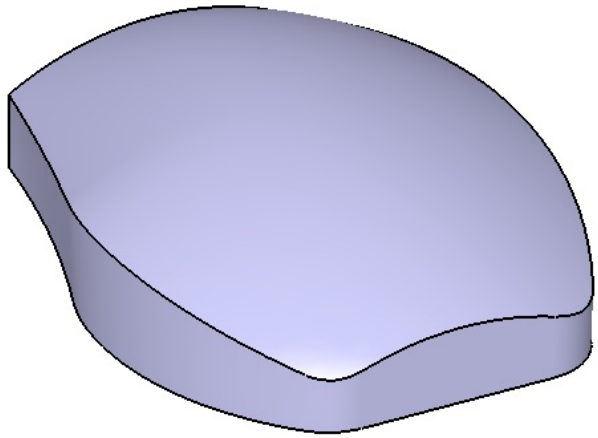

Figure 9-89 *Model after filleting the edges*
3. Choose the **OK** button from the **Edge Fillet Definition** dialog box; the edges are filleted, as shown in Figure 9-89, and the dialog box is displayed again.